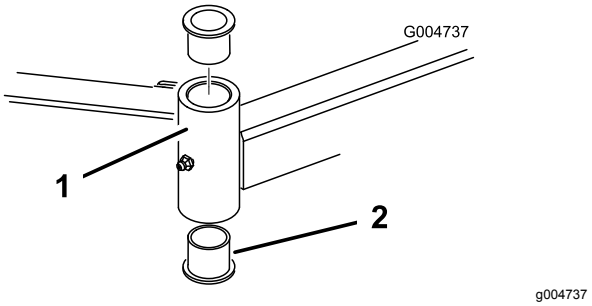

**Figur 86**
4. Sett inn kjørner i toppen eller bunnen av monteringstuben og driv hylsen ut av tuben (Figur 86).